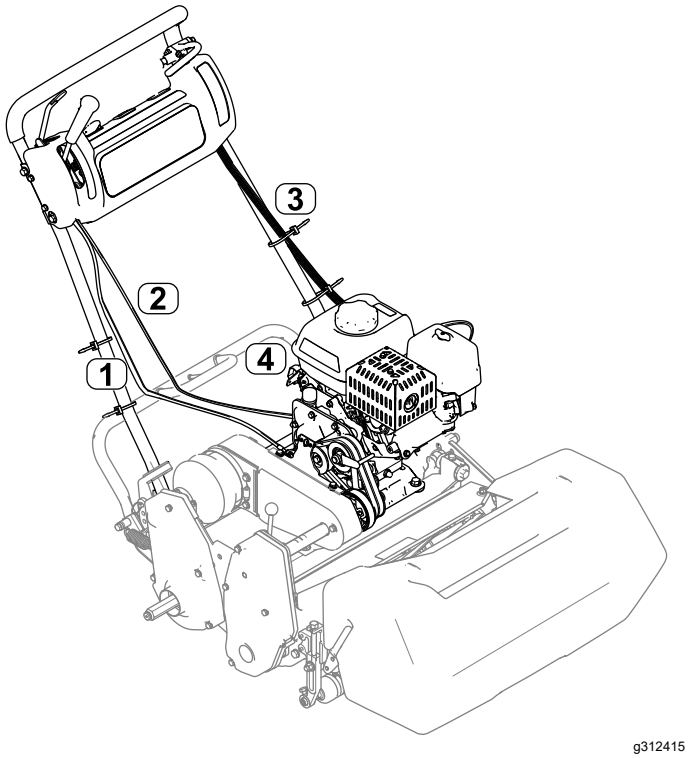

図 8
7. 機体にスロットルケーブルを取り付けるマシンの*サービスマニュアル*を参照図 8。
注 スロットルケーブルの配設が図 8のようになっているか点検する。エンジン左側、エアクリーナカバーと燃料タンクとの間にケーブルを通す。
11. ワイヤハーネスをインタロックモジュールに取り付け、ハーネスをハンドルの左側まで配線する 図 8。